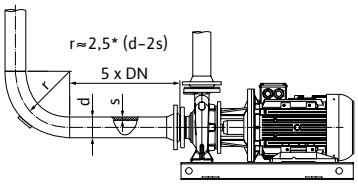

Рис. 4. Участок выравнивания потока перед насосом и за ним
Перед и за насосом должен быть предусмотрен участок выравнивания потока в форме прямого трубопровода. Длина данного участка выравнивания потока должна составлять как минимум 5 × DN (5-кратный номинальный диаметр) фланца насоса (Рис. 4). Данная мера служит для предотвращения кавитации в потоке.
- Подключение к сети зависит от мощности двигателя P_2, сетевого напряжения, а также типа пуска. Необходимое переключение соединительных перемычек в клеммной коробке можно определить по следующей таблице «Табл. 4. Соединение клемм» и Рис. 4.